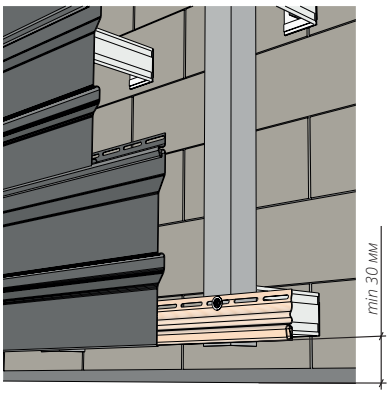

*Рисунок 73*
**16.3** Если на фасаде здания не монтируется цокольная часть и отмостка находится в нулевой плоскости, нижняя часть стартовой планки должна находиться минимум в 30 мм от отмостки. Это обеспечит доступ воздуха в подфасадное пространство и обезопасит смонтированный фасадный материал от последствий при пучениях грунта в зимний период (рис. 73).